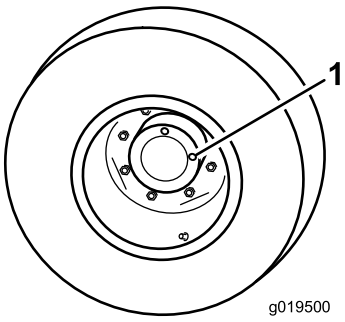

**Figuur 15**
1. Plaats de machine op een egale ondergrond en zet het wiel zodanig dat één controleplug (Figuur 15) zich bovenaan bevindt, en de andere rechts.
1. Controle-/aftapplug (2)
2. Verwijder de rechtse controleplug (Figuur 15). De olie zou tot de onderkant van de opening van de controleplug moeten reiken.